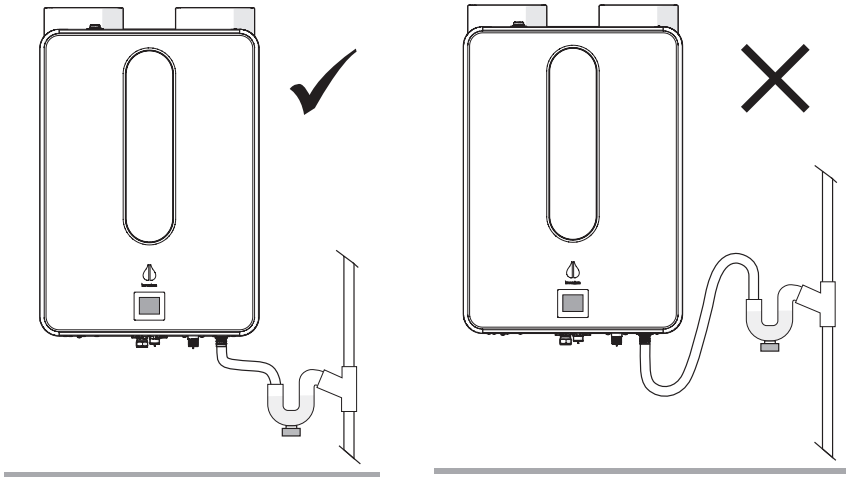

*Figuur 29 De juiste (links) en foute (rechts) positionering van de sifon.*
**4.** Zorg ervoor dat de condens afvoerslang zich boven de waterspiegel van de sifon bevindt (figuur 29 & 30)